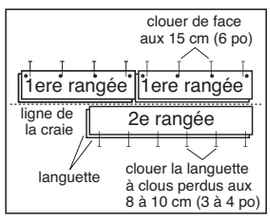

Figure 7
- Pour les deux premières rangées, utilisez les planches les plus longues et les plus droites dont vous disposez. Si vous effectuez l'installation de façon aléatoire en utilisant des produits de différentes largeurs, utilisez la planche la plus large dans la première rangée. Alignez la languette de la première rangée sur la ligne de craie. La rainure doit faire face au mur de départ. Percez les avant-trous de 13 mm (1/2 po) du bord arrière (rainure), à 2,5 à 5 cm (1 à 2 po) de chaque extrémité et à 15 cm (6 po) d'intervalle si possible (Figure 7). Fixez en utilisant des clous à finir 4 ou 6d ou des clous pneumatiques à finir/à tête perdue de 2,5 cm (1 po). Chassez les clous.